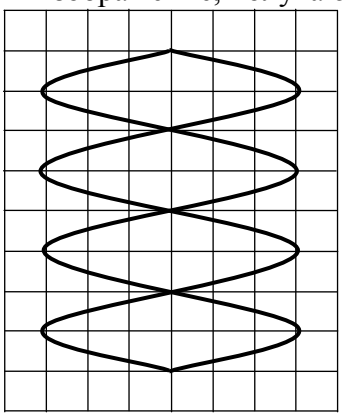

Рис. 10.
24. При измерении частоты синусоидального напряжения по методу фигур Лиссажу напряжение известной частоты было подано на вход Y, а известной – на вход X осциллографа. На экране возникла неподвижная фигура Лиссажу, показанная на рис. 10. Чему равна неизвестная частота f, если известная частота f_o равна 100 Гц?